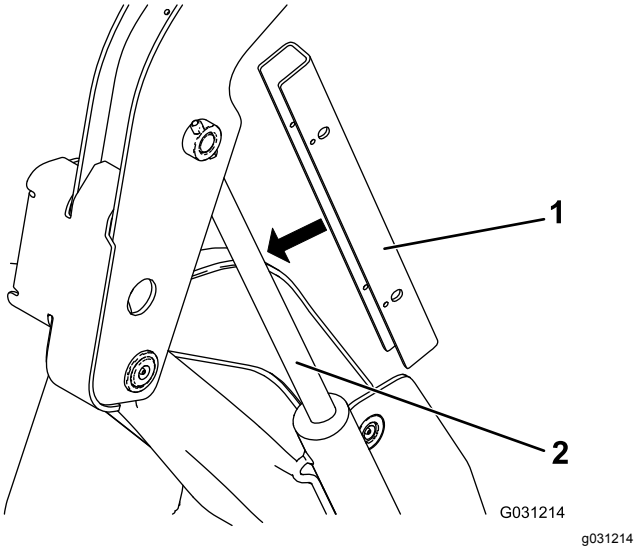

**Rysunek 33**
5. Nałóż blokadę siłownika na tłoczysko siłownika podnoszenia (Rysunek 33).